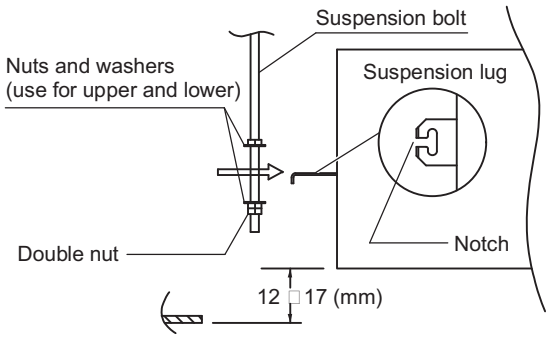

Fig. 1-11
(3) Thread the 3 hexagonal nuts and 2 washers (field supply) onto each of the 4 suspension bolts as shown in Fig. 1-11. Use 1 nut and 1 washer for the upper side, and 2 nuts and 1 washer for the lower side, so that the unit will not fall off the suspension lugs.
(4) Adjust so that the distance between the unit and the ceiling bottom is 12 to 17 mm. Tighten the nuts on the upper side and lower side of the suspension lug.
(5) Remove the protective polyethylene used to protect the fan parts during transport.
(6) Check with a tape measure or carpenter's level.